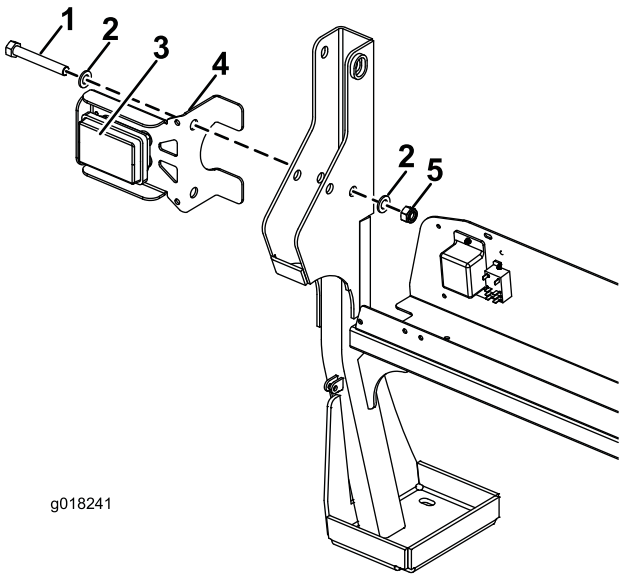

Figura 2
2. Tornillos (4)
6. Alinee el taladro superior del soporte de la luz trasera izquierda con el taladro del ROPS, e inserte el perno M16 x 110 mm nuevo (Figura 2). Reutilice las arandelas existentes.